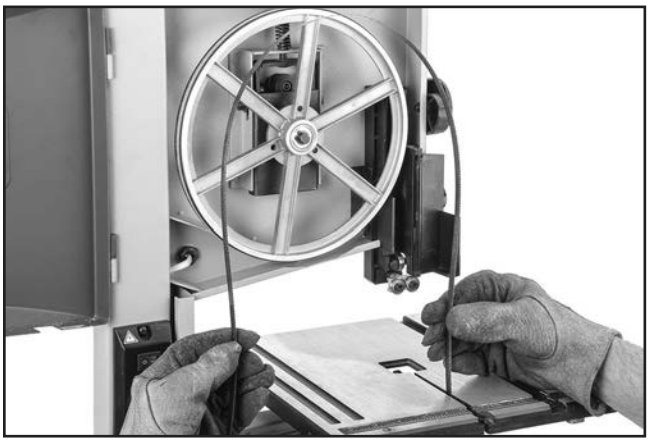

Figure 37. Removing blade.
7. Slip blade off of wheels, slide it through table slot (see **Figure 37**), and remove it from machine.